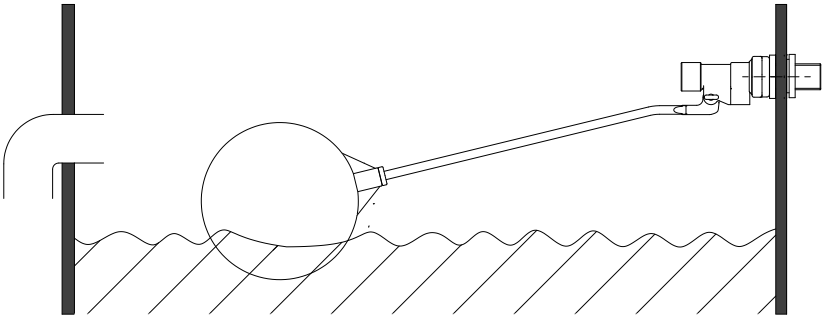

Fig. 19
7.16 **Float fill valve:** The float level is factory set but if in time the water level in the tank is found to be too high, the level can be adjusted by carefully bending the arm of the fill valve down slightly (see Fig. 19). Access the float fill valve by removing the lid of the tank (see Section 3 – Key Features).